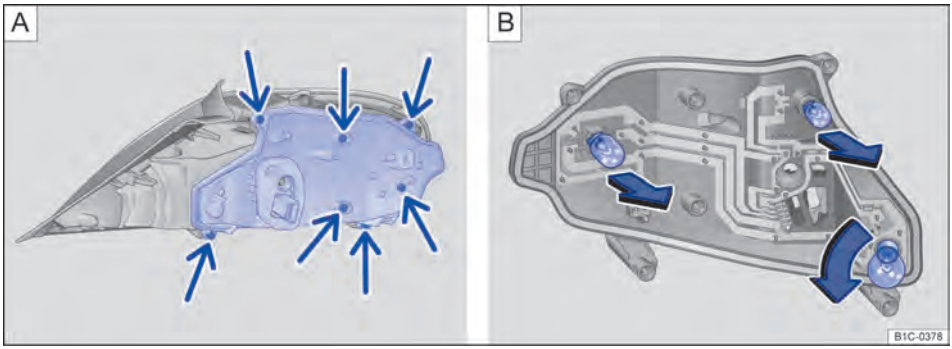

Fig. 185 A: desinstalar o suporte das lâmpadas. B: lâmpadas incandescentes no suporte das lâmpadas.
8.	Desaparafusar os parafusos de fixação ⇒ Fig. 185 **A** (setas) com a chave de fenda das ferramentas de bordo ⇒ Página 285.
10.	Substituir a lâmpada incandescente queimada por uma lâmpada incandescente nova do mesmo modelo ⇒ Fig. 185 **B**.
11.	Montar o suporte das lâmpadas na lanterna traseira. Apertar os parafusos de fixação ⇒ Fig. 185 **A** com a chave de fenda.